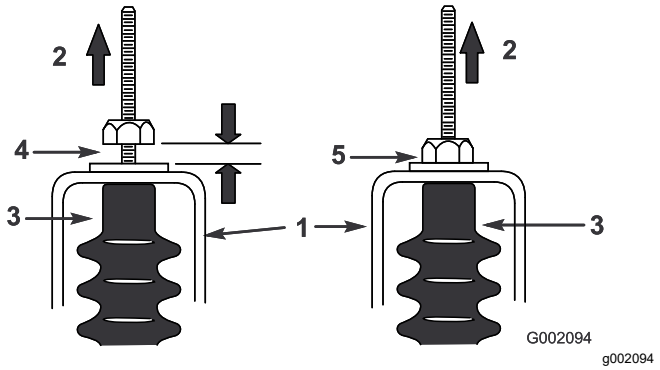

Figuur 63
5. Trek aan beide kabels van het schakelmechanisme en zorg ervoor dat er een ruimte van 0,76 tot 1,52 mm tussen de moer/ring en de beugel van de neutraalstand is (Figuur 63).